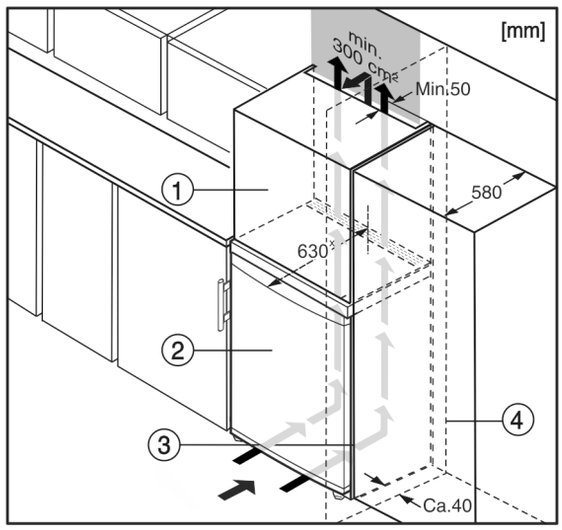

Fig. 10
The appliance can be built into kitchen units. A top cupboard *Fig. 10 (2)* can be added above the appliance in order to bring the appliance *Fig. 10 (1)* up to the height of the fitted kitchen units.
When installing with kitchen units (max. depth 580 mm), the appliance can be positioned directly next to the kitchen cabinet *Fig. 10 (3)*. The appliance will project by 34 mm [x] at the sides and 50 mm [x] in the centre of the appliance in relation to the kitchen cabinet front.*
If the appliance is installed with the hinges next to a wall *Fig. 10 (4)*, the distance between appliance and wall has to be at least 40 mm. This corresponds to the projection of the handle when the door is open.*